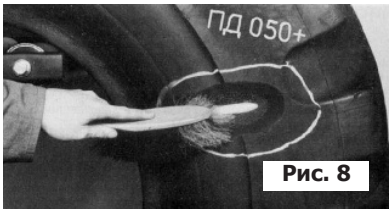

Рис. 8
2.12 Отшерохованые места шины внутри и снаружи очистить сухой щеткой (рис. 8) от образованной пыли либо использовать промышленный пылесос. Не применять сжатый воздух, содержащий масло или воду.